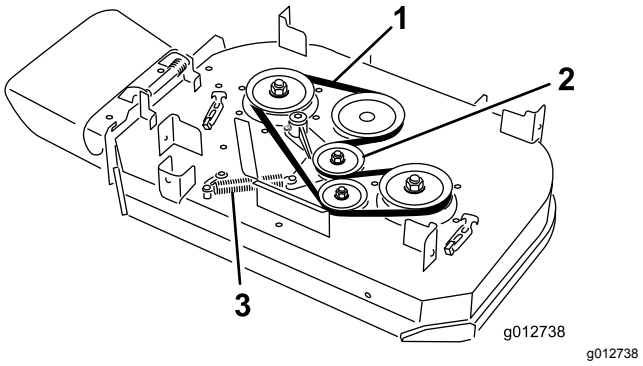

Figur 64
4. Fjern fjederen fra ankerpinden på styreremskivens arm (Figur 64).
5. Fjern den slidte plæneklipperrem (Figur 64).
6. Monter den nye plæneklipperrem omkring koblingsremskiven, skjoldets remskiver og styreremskiven (Figur 64).
7. Monter fjederen på ankerpinden på styreremskivens arm (Figur 64).